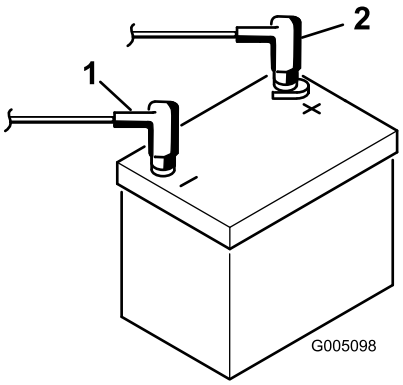

Figur 7
8. Slut pluskablet (rødt) til pluspolen (+) og minuskablet (sort) til minuspolen (–) på batteriet, og fastgør dem med bolte og møtrikker (Figur 7). Skyd gummikappen ind over pluspolen for at forhindre eventuel kortslutning.